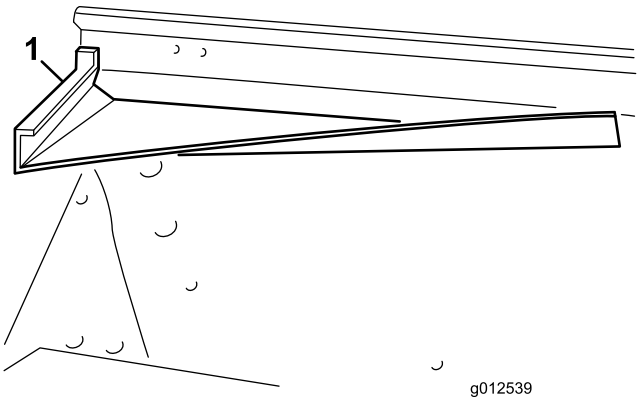
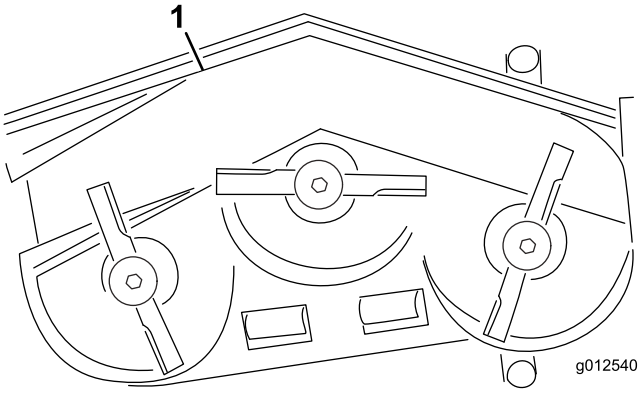
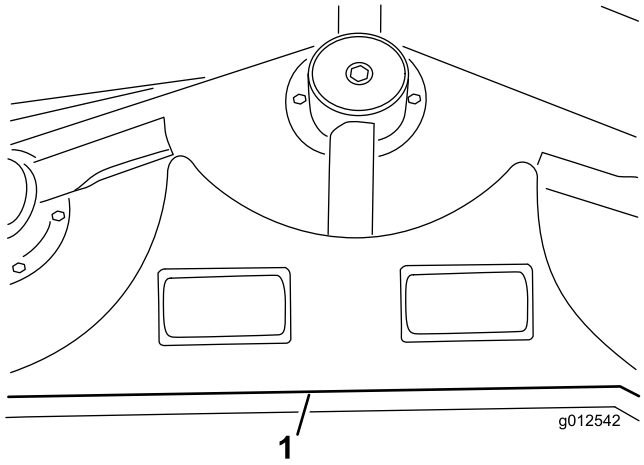
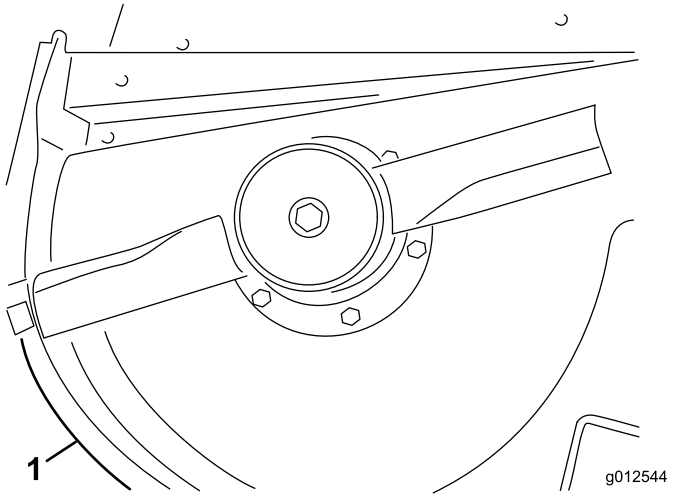

Figura 11
Figura 12
Figura 14
Figura 16
1. Inserte el deflector delantero en la carcasa alineando el extremo del deflector con el borde del orificio de descarga (Figura 11 y Figura 12).
8. Con los orificios existentes, monte la plataforma trasera a la carcasa con 4 pernos (3/8-16 x 1") y arandelas de freno (3/8") (Figura 14).
9. Alinee la plataforma izquierda con el extremo izquierdo de la plataforma trasera y el borde de la carcasa (Figura 12 y Figura 14).
11. Alinee la plataforma derecha con el extremo derecho de la plataforma trasera y el borde de la carcasa (Figura 12 y Figura 16). Con la plataforma izquierda como plantilla, ubique, marque y perfore tres orificios de 9/32 pulgadas de diámetro en la carcasa.